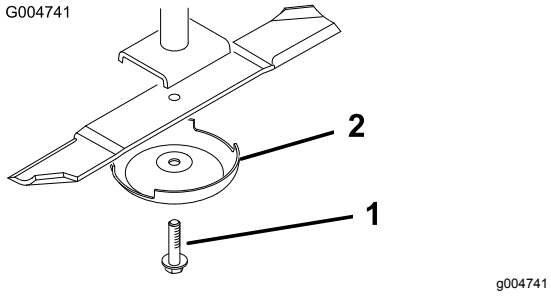

Figuur 88
3. Verwijder de mesbout, de antiscalpeercup en het mes van de as (Figuur 88).